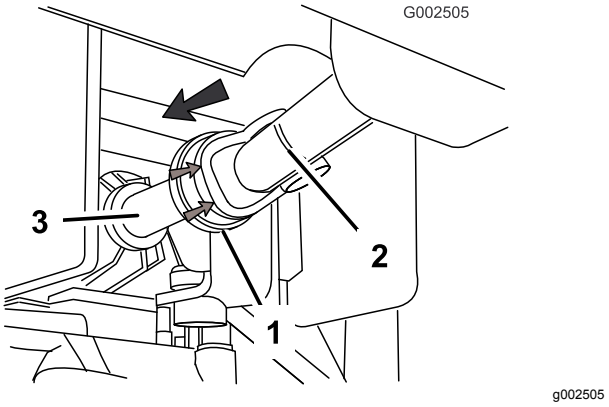

Figur 14
- Træk gummihætten forrest på kraftudtagets drivaksel bagud (Figur 14).
- Monter drivakslen på kraftudtagets udgangsaksel (Figur 14).